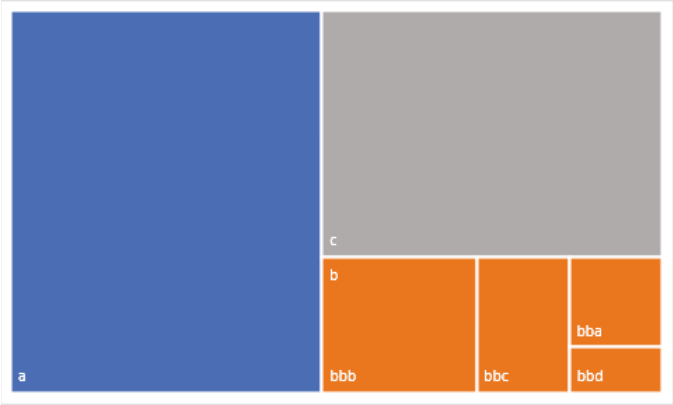

Figure 8.29: A treemap with an incomplete hierarchy
Another trait common between treemaps and sunbursts is that the hierarchy doesn't have to be complete. That is, not every level of the hierarchy must have child data points. Figure 8.29 shows a treemap where only one of the top-level data points, the one labeled "b" in this example, has lower-level data points.
- **Overlapping:** The parent data point label is shown within one of the child data points. The treemap in Figure 8.29 displays both the "b" data point label and labels for all of its children.